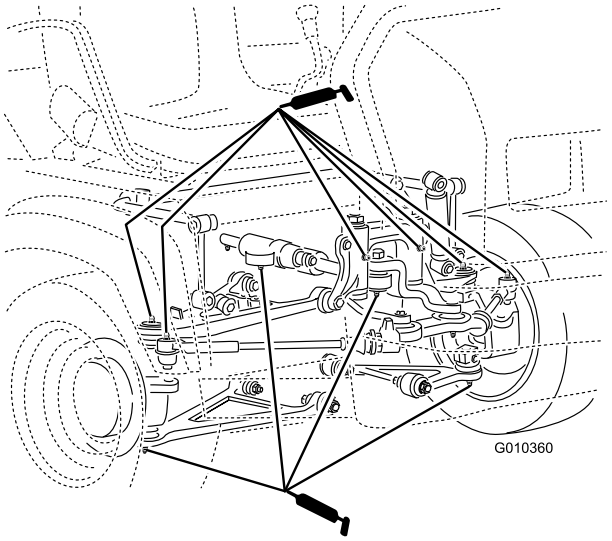

**Figuur 39**
- Kogelverbindingen (4), trekstangen (2), bevestigingsbeugel (2) en stuurcilinder (2) (Figuur 39)